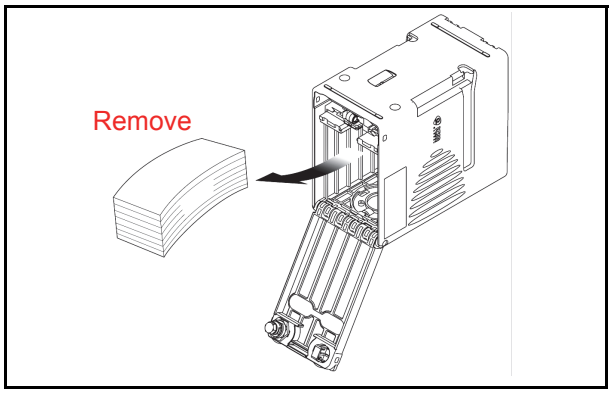

Figure 2-5 Retrieving Banknote
3. Open the Cash Box Door and retrieve deposited Banknotes as illustrated in Figure 2-5.